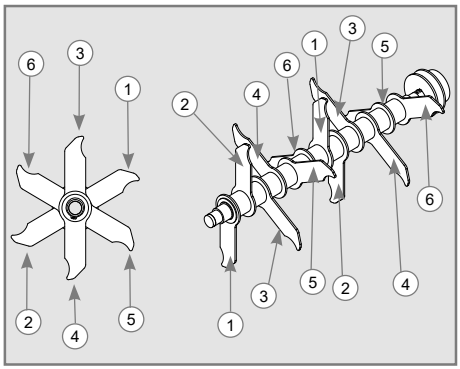

Figure 4
- ✔ On the side of the pulley, remove the parts (1, 2 & 3), as well as the inner belt protection plate (11).
- ✔ To reassemble the entire disc and keep the same balance proceed as follows. Place the retaining ring (6) into the cavity of the spindle (5), place the blade (7) by inserting a padding (8) between them, depending on the angle and position shown in Figure 4, then proceed until the blades and paddings are mounted on the spindle (5). Finally, place the washer (10), the retaining ring (6) into the spindle cavity (5) and fit the bearing case (9) with the bearing (4) on the machine base by securing it with the nuts (1), washers (2) and screw (3).